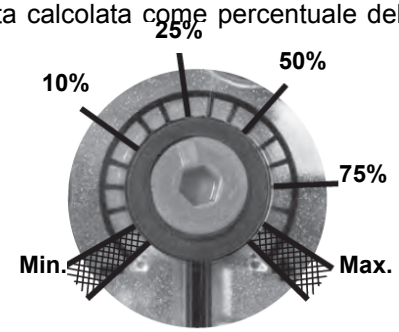

Fig. 5
La posizione dell'indicatore nella ghiera indica il valore della pressione in uscita calcolata come percentuale del fondo scala del sensore PS (Fig. 5)
3. Fissare VD rispettivamente con 2 viti M5, max. 5 Nm/44 in.lb, fig. 5/6.